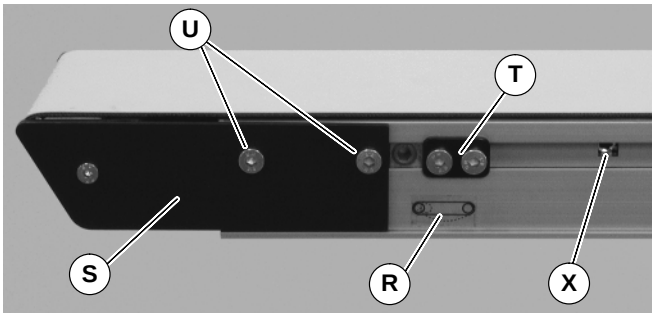
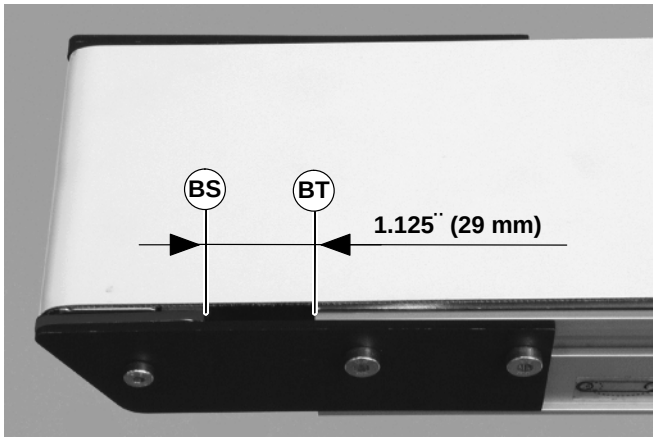

Figure 39
Figure 40
1. On tension end of the conveyor, identified with a label (R of Figure 39), adjust head plate assembly (S): On both sides of conveyor, loosen fastening screws (U) and rotate pinion gear (X) to adjust head plate assembly.
2. Adjust head plate assembly so the edge of the axle support plate (BS of Figure 40) is separated from the end of the conveyor (BT) by 1.125¨ (29 mm). Tighten fastening screws (U of Figure 39) on both sides of conveyor to 60 in-lb (7 Nm).
3. If equipped with cam tracking assemblies (T of Figure 39) position against head plates and adjust belt tracking. Refer to “Conveyor Belt Tracking”, page 16.